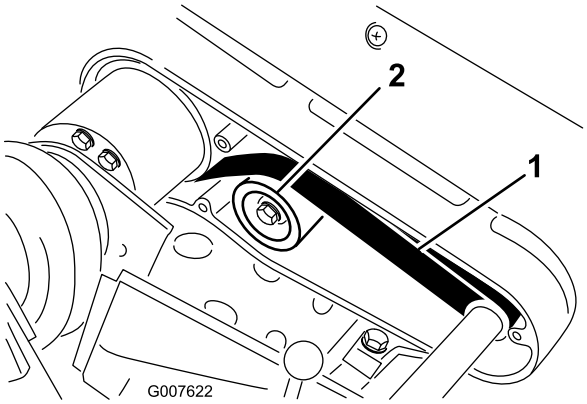

Figur 42
2. Kontroller hvor stram remmen er ved å presse på mellomspennet (Figur 42) med en kraft på 22–26 N. Remmen skal gi etter 6 mm.
A. Løsne monteringsmutteren på lederullen, og vri lederullen med klokken mot baksiden av remmen helt til du oppnår ønsket remspenning (Figur 42).